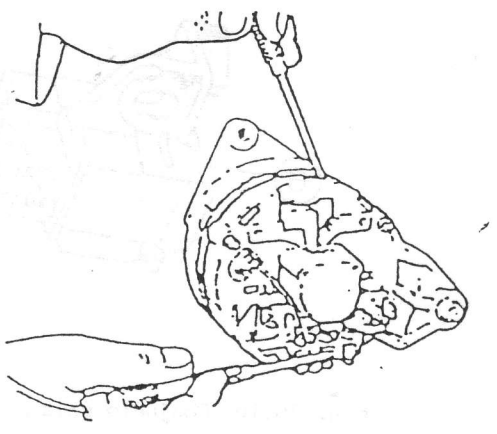

Fig. 10.15
2.- Conecte un ohmetro entre en cuerpo del estator y cada uno de los extremos de las fases del estator, uno a uno. El ohmetro no debe registrar ninguna lectura. (Fig. 10.15)